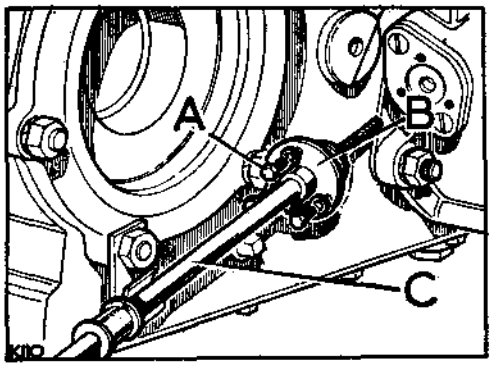

**Fig. C1-29. Speedometer cable connection at gearbox**
9. Connect the speedometer cable to the gearbox, see Fig. C1-29.